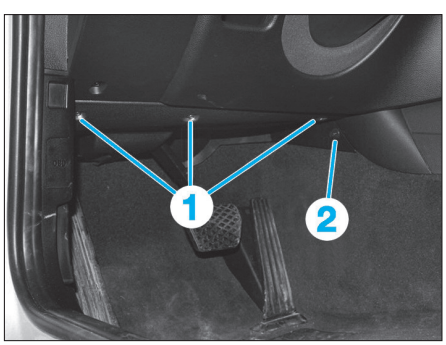

Fig. 52
• Déposer les vis (1) et l'agrafe (2) **(Fig.52)**.